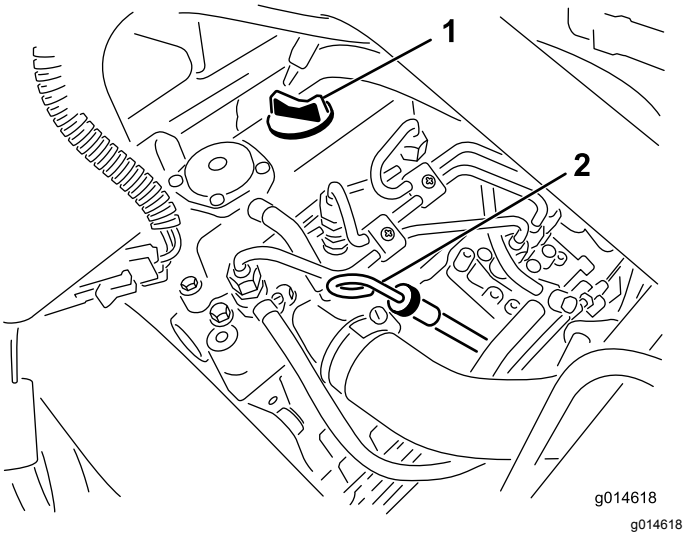

**Figuur 29**
2. Verwijder de peilstok en veeg deze af met een schone doek (Figuur 29).